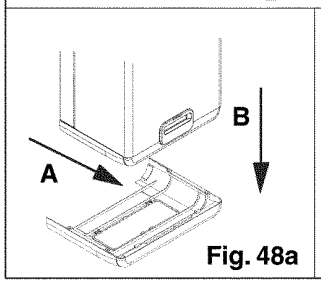

Fig. 48a
– Снимите крышку, потянув ее на себя (**A-B**) (рис. 48a)